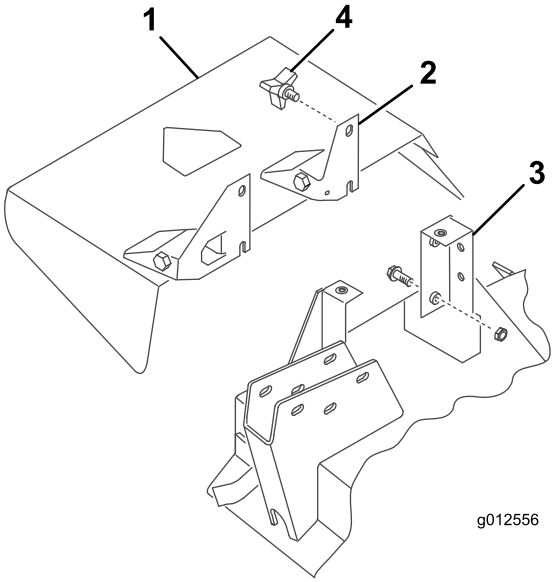

Figur 30
2. Skjut spåren längst ned på gräsriktarens tappfäste på skruvarna som sitter på sidan av däckfästena (Figur 30).